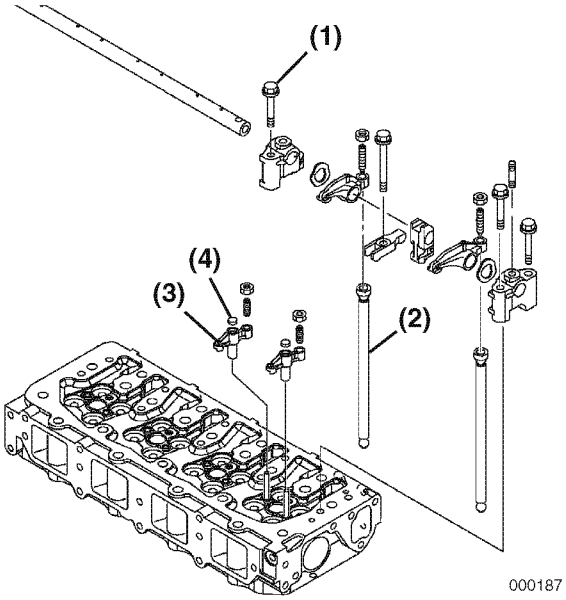

Figure 6-44
2. Remove the bolts **(Figure 6-44, (1))** that retain the rocker arm shaft supports to the cylinder head.
4. Remove the push rods **(Figure 6-44, (2))**.
5. Remove the valve bridge assemblies **(Figure 6-44, (3))**. Remove the seat **(Figure 6-44, (4))** from each valve bridge.